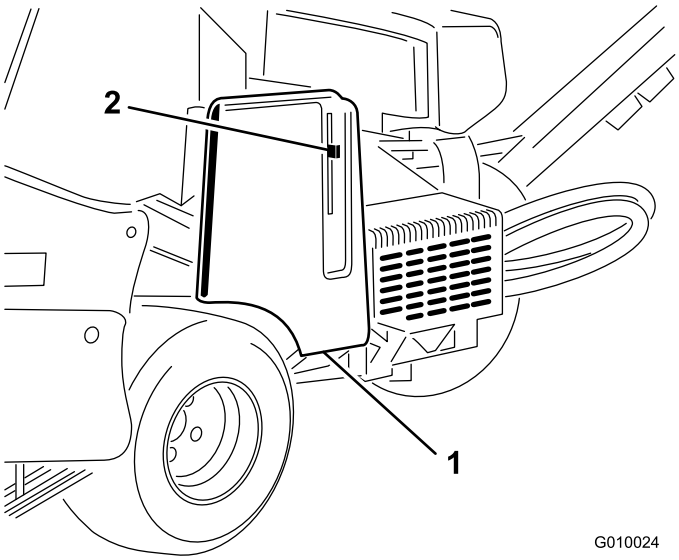

**Figur 17**
2. Løsn, og fjern remskærmen (Figur 17).